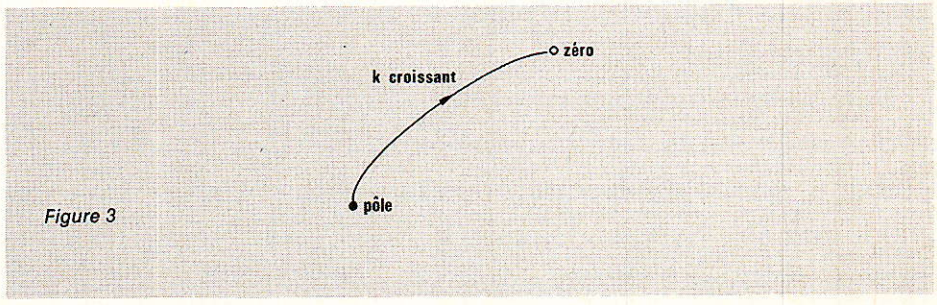

Figure 3
Lorsque k = 0, la condition (3) sur les modules implique que $p = p_1$, ou $p = p_2$, etc. Donc, pour k = 0, les racines de l'équation caractéristique coïncident avec les pôles de la fonction de transfert en boucle ouverte. Pour k infini, la même condition (3) impose $p \to z_1$, ou $p = z_2$, etc. Les racines de l'équation caractéristique coïncident alors avec les zéros de la fonction de transfert. Finalement (**figure 3**).